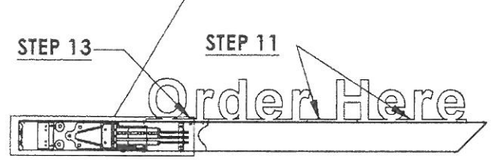

FIG. 3
10. SET LETTERS ON TOP OF ARM - ALIGN WITH THE (2) RIVNUTS IN LARGE COVER
11. START THE RIGHT **(2)** SCREWS **(SEE FIG.3) (LEAVE LOOSE)**
(7) YELLOW 8-18 X .5" HXWHD SCREWS
13. SECURE THE LETTERS - INSTALL **(1)** 1/4-20 X 1" SCREW AND **(1)** 1/4" LOCK WASHER TO THE LEFT MOUNTING HOLE **(SEE FIG.3)**